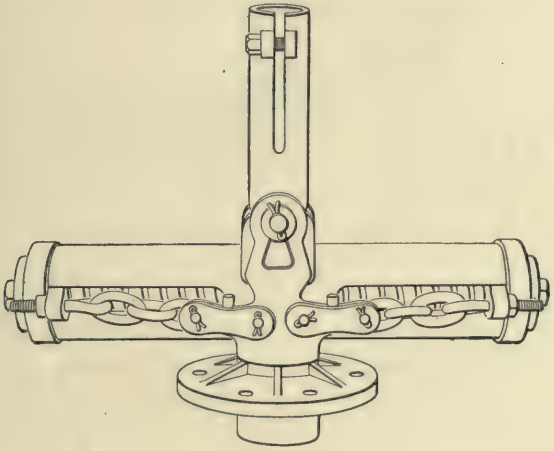

FIG. 19.
**16. The Duncan Base.**—Fig. 19 gives the form of base known as the Duncan base. It is somewhat similar to the